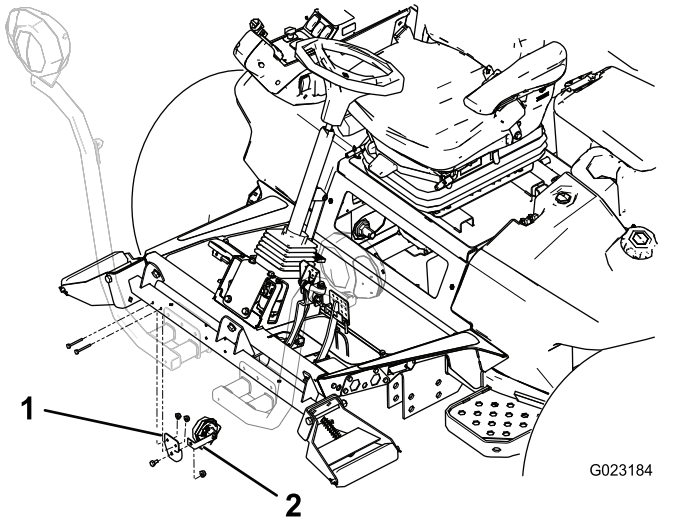

Figur 10
2. Montera signalhornsfästet på baksidan av rullens stödrör med två skruvar (1/4 x 2 tum) och muttrar (1/4 tum). Vrid signalhornet tills det pekar nedåt (Figur 10).